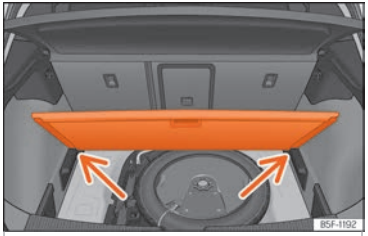

Fig. 130 Plancher de coffre à bagages modulable : position inclinée.
- Appuyez le plancher contre les logements prévus à cet effet ››› **fig. 130** (flèches).